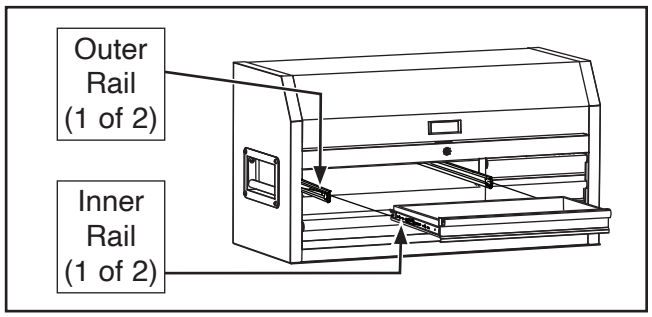

Figure 5. Installing drawer.
3. To install drawer, extend one outer rail until it slides partially onto corresponding inner rail, then repeat on other side (see **Figure 5**).